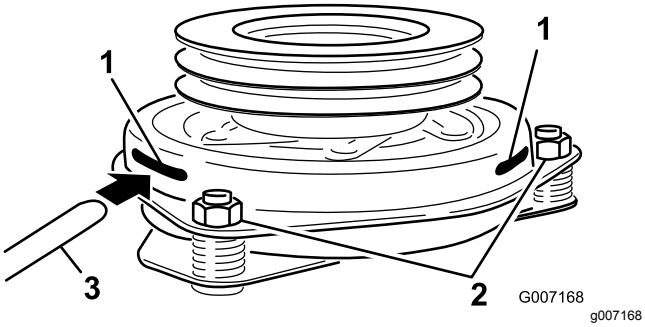

**Figuur 83**
9. Steek een voelermaat van 0,381 tot 0,533 mm door een inspectiesleuf in de zijkant van de eenheid (Figuur 83).
10. Draai de borgmoeren aan totdat de voelermaat licht is vastgeklemd maar gemakkelijk binnen de spleet kan bewegen (Figuur 83).